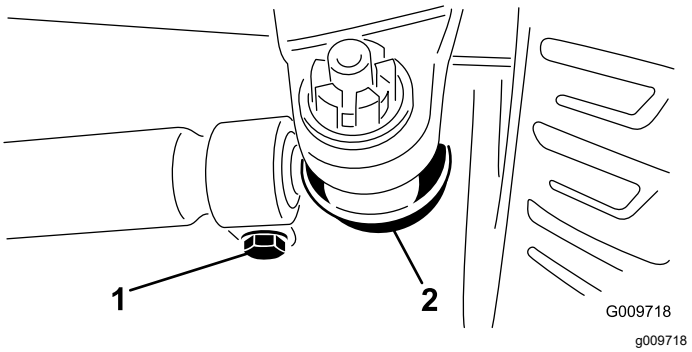

Figur 111
3. Justera skränkningen genom att ta bort saxpinnen och muttern från kullederna på dragstången (Figur 111).
5. Lossa klämmorna på dragstängernas bägge ändar (Figur 111).